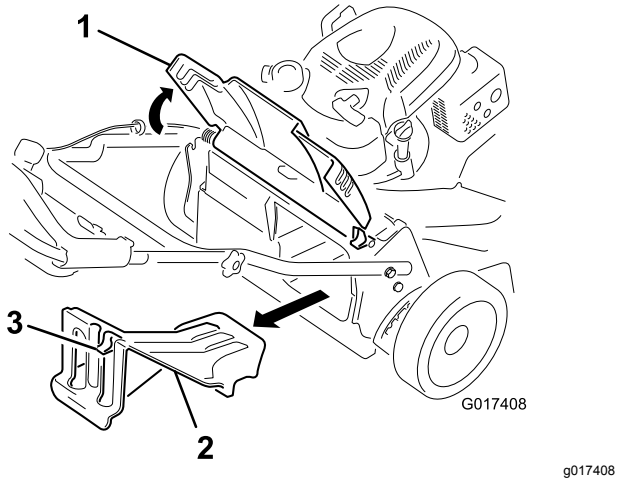

Figur 26
1. Hev og hold oppe bakluken (Figur 26).
2. Fjern den bakre utslipsspliggen ved å trekke ned låsen med tommelen, og trekke pluggen ut av maskinen (Figur 26).